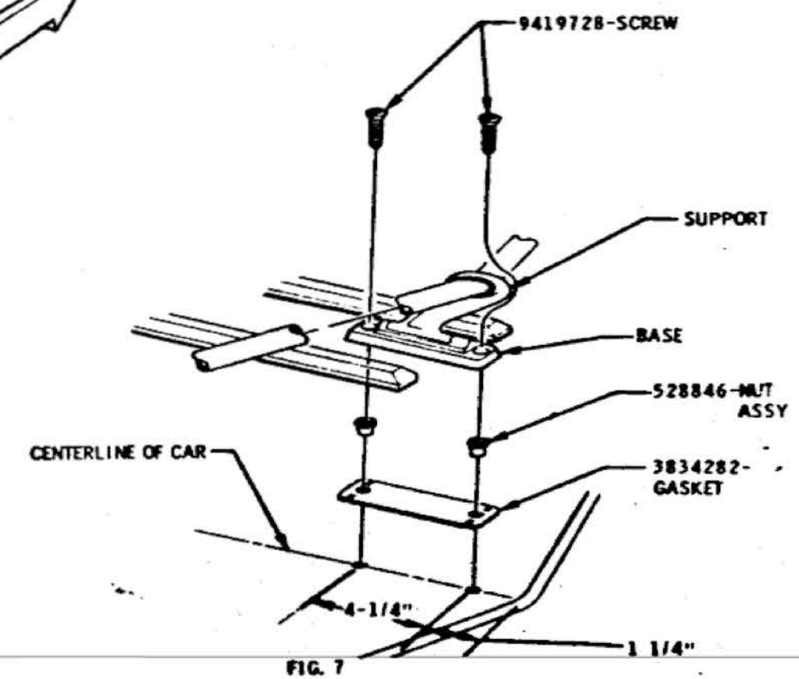

FIG. 7
5. LOCATE, CENTERPUNCH, AND DRILL TWO 1/8" DIA. PILOT HOLES FOR FRONT CENTER SUPPORT. THEN DRILL 1/2" DIA. HOLES THRU THE 1/8" DIA. PILOT HOLES. SEE FIG. 7. BE SURE TO USE A STOP ON THE DRILL TO PREVENT PIERCING THE HEADLINING. DE-BURR ALL HOLES.